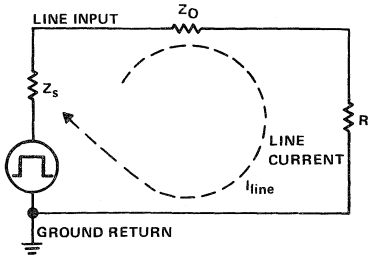

Figure 33. Diagram Representing a Gate Driving a Transmission Line
The total propagation delay is of secondary importance in generation of internal noise. The actual transition time determines the amplitude and frequency spectrum of the generated signal at the higher harmonics. Application of the Fourier integral to series 'ALS/'AS waveforms shows frequency components of significant amplitude that exceed 100 MHz. Because of the frequency spectrum generated when an 'ALS/'AS device switches, a system using these devices must consider problems caused by radio frequency (RF) even though the repetition rates may be only a few megahertz. The transient currents generated by charging capacitors, changes in the levels of dc, line driving, etc., must be considered. In Figure 33 for example, a gate driving a transmission line is represented by a voltage source E, having an output impedance Z_S connected to an impedance Z_0, and loaded with a resistance R_L.